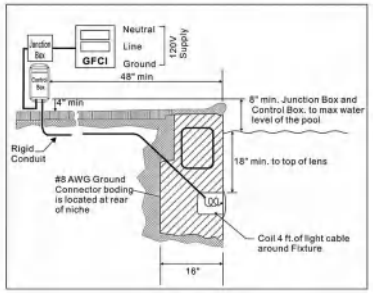

Figure 1
2. The junction box (or, for 12 volt models, the low voltage transformer) must be located at least eight(8) inches above water level, at least four (4) inches above ground level, and at least four (4) feet from the edge of the pool. See Figure 1.
3. The light fixture and all metal items within five(5) feet of the pool must be properly electrically bonded to a reliable point of grounding.
4. The wet niche must be properly installed so that the top edge of the underwater light's lens is at least 18 inches below the surface of the water in the pool. See Figure 1.
5. The wet niche must be properly electrically bonded and grounded via the No. 8 AWG ground connector located at the rear of the niche. See Figure 1.
1. Feed cord through conduit to junction box, leaving at least four (4) feet of cord at the light fixture to coil into the base of the light niche, see Figure 1. The four (4) feet of cord allows the light to be serviced after the pool is filled with water.
2. Cut the cord at the junction box, leaving at least six (6) inches of cord to make connections.
3. The junction box (or, for 12 volt models, the low voltage transformer) must be located at least eight(8) inches above water level, at least four (4) inches above ground level, and at least four (4) feet from the edge of the pool. See Figure 1.
4. The light fixture and all metal items within five(5) feet of the pool must be properly electrically bonded to a reliable point of grounding.
5. The wet niche must be properly installed so that the top edge of the underwater light's lens is at least 18 inches below the surface of the water in the pool. See Figure 1. The wet niche must be properly electrically bonded and grounded via the No. 8 AWG ground connector located at the rear of the niche. See Figure 1.
4. Feed cord through conduit to junction box, leaving at least four (4) feet of cord at the light fixture to coil into the base of the light niche, see Figure 1. The four (4) feet of cord allows the light to be serviced after the pool is filled with water.
5. Cut the cord at the junction box, leaving at least six (6) inches of cord to make connections.